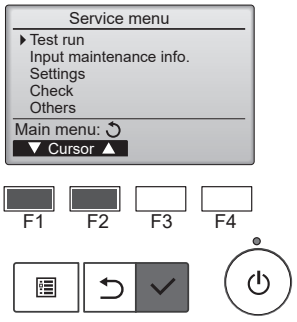

Fig. 7-1
(1) Dans le Menu SAV, sélectionnez "Test run" (Test fonctions) puis appuyez sur la touche [CHOIX]. (Fig. 7-1)